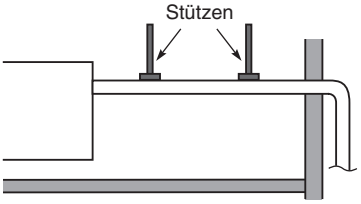

Abb. 3-13
- Beim Anbringen des Ablaufrohrs an der Einheitsseite nicht mit Gewalt vorgehen. Ebenso darf das Rohr nicht ohne Abstützung von der Anschlussstelle an der Einheit herabhängen. Das Rohr daher an einer Wand, einem Rahmen oder einer anderen Stelle so nah wie möglich zum Gerät befestigen. (Abb. 3-13)